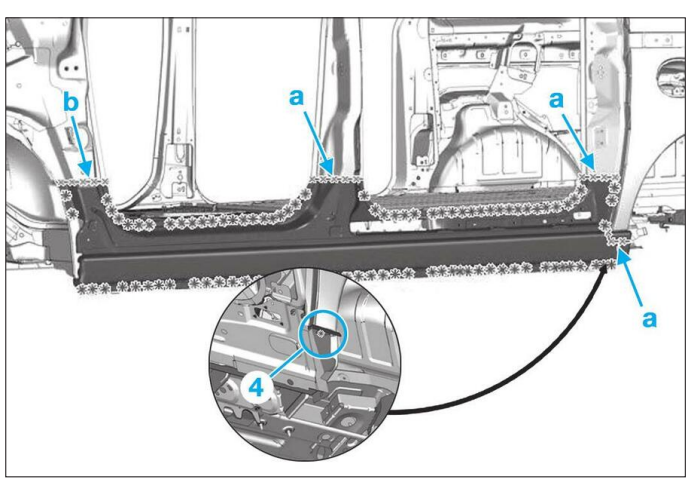

FIG. 69
• Découper les points (a), (b) et (c) **(Fig.69)**.